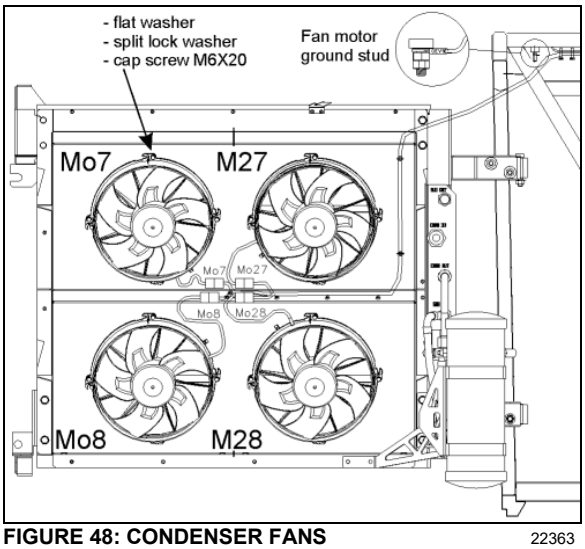

FIGURE 48: CONDENSER FANS 22363
2. Unplug the fan harness connector (Figure 48).